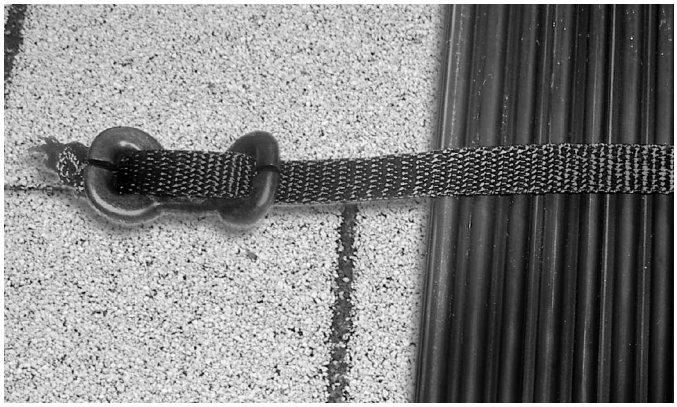

Figure 10
8. Slip one end of a hold-down strap through the slots in the strap hold-down bracket at the end of the row. Pull about 9” of the strap through and slip the loose end of the strap through the slot closer to the collector and pull it tight and tie a double knot. Refer to Figure 10.
10. Secure opposite end of strap as shown in Figure 10.